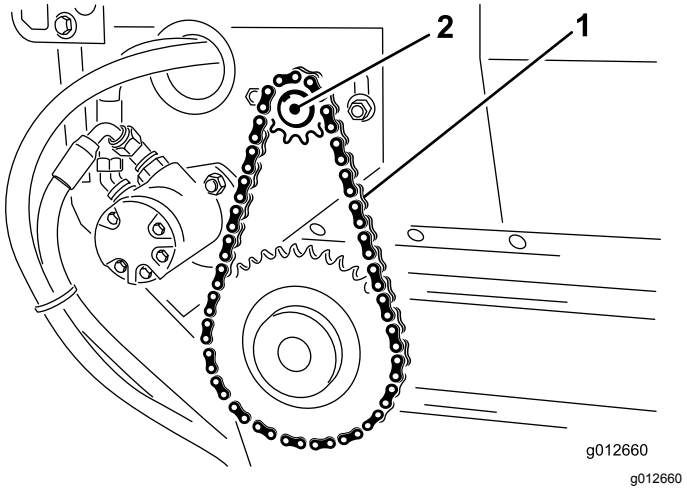

Figure 24
3. Loosen bolts and nuts that secure the motor and sprocket assembly to the main frame (Figure 24).
4. Rotate motor and sprocket assembly (Figure 24) in mounting slots until the conveyer-belt chain deflects 3.2 mm (1/8 inch).
5. Tighten mounting bolts (Figure 24).